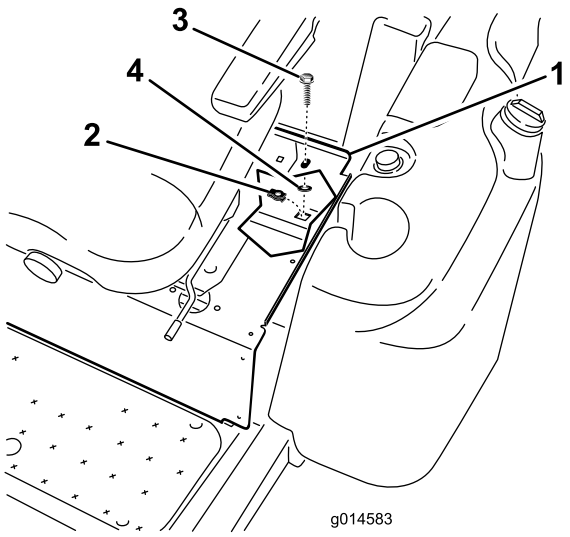

Figur 4
2. Monter en kontramøtrik ved hullet i stellet under bageste venstre hjørne af sædepladen (Figur 4).